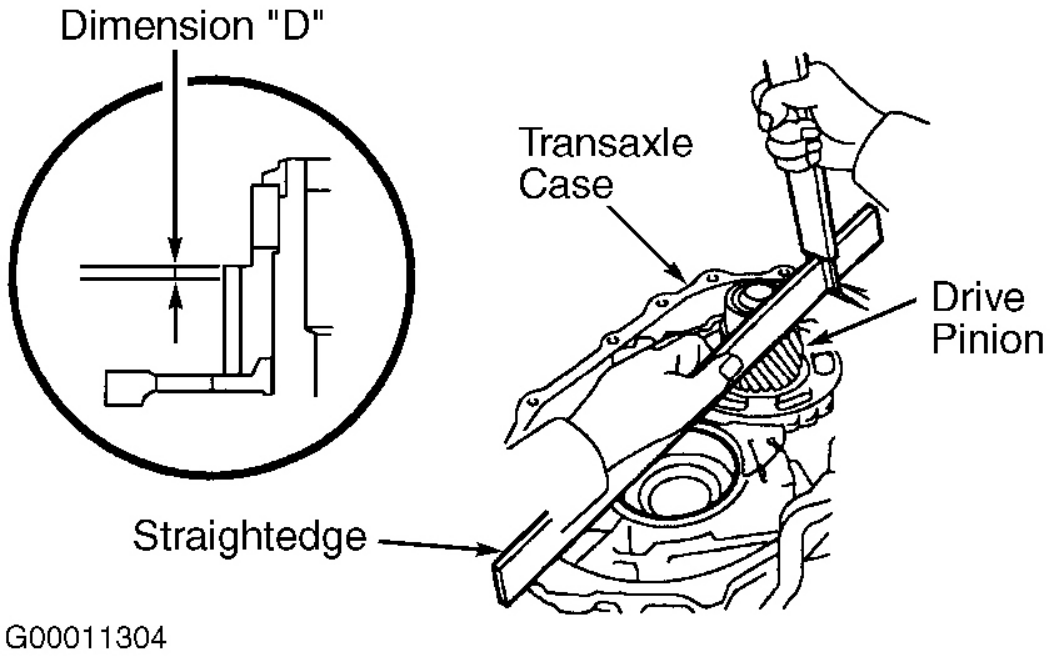

Fig. 74: Measuring Gap Between Top Of Differential Drive Pinion & Transaxle Case (Dimension "D")
30. Using vernier calipers and a straightedge, measure gap between top of differential drive pinion in underdrive planetary gear, and contact surface of transaxle case. See **Fig. 74**. Record measurement as dimension "D".